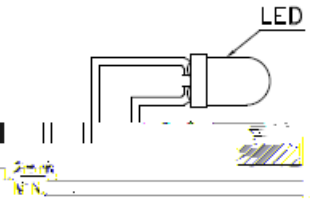

Fig. 6 F
1. Maintain a minimum of 2mm clearance between the base of the LED lens and the first lead bend (Fig.5 and Fig.6).